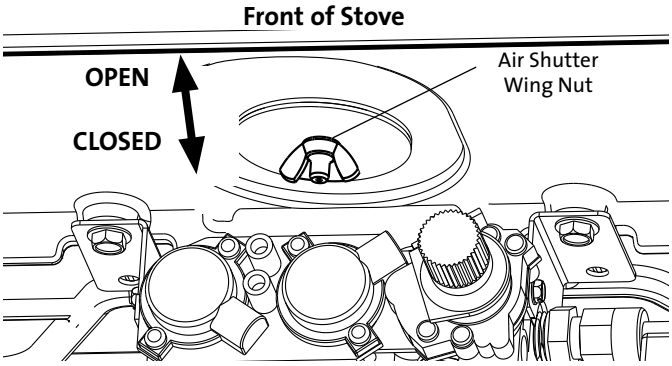

Figure 7.1. The Air Shutter stem is accessed from within the controls compartment.
3. Open the Controls Compartment Door under the firebox. Loosen the Air Shutter wing nut and push it back far as it will travel. See fig. 7.1.